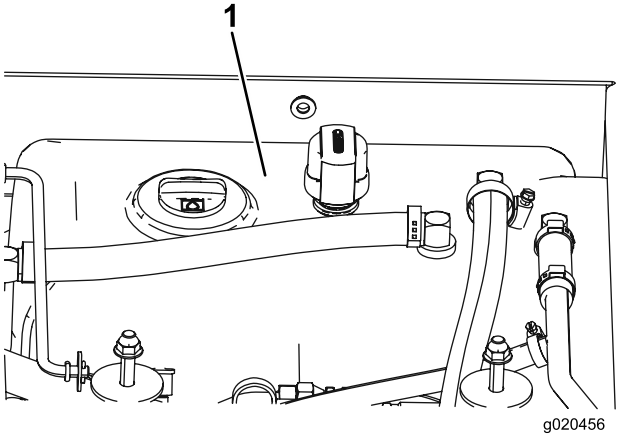

図 72
4. 油圧オイルタンク図 72に油圧オイルを入れる 油圧オイルを点検する (ページ 52) を参照。